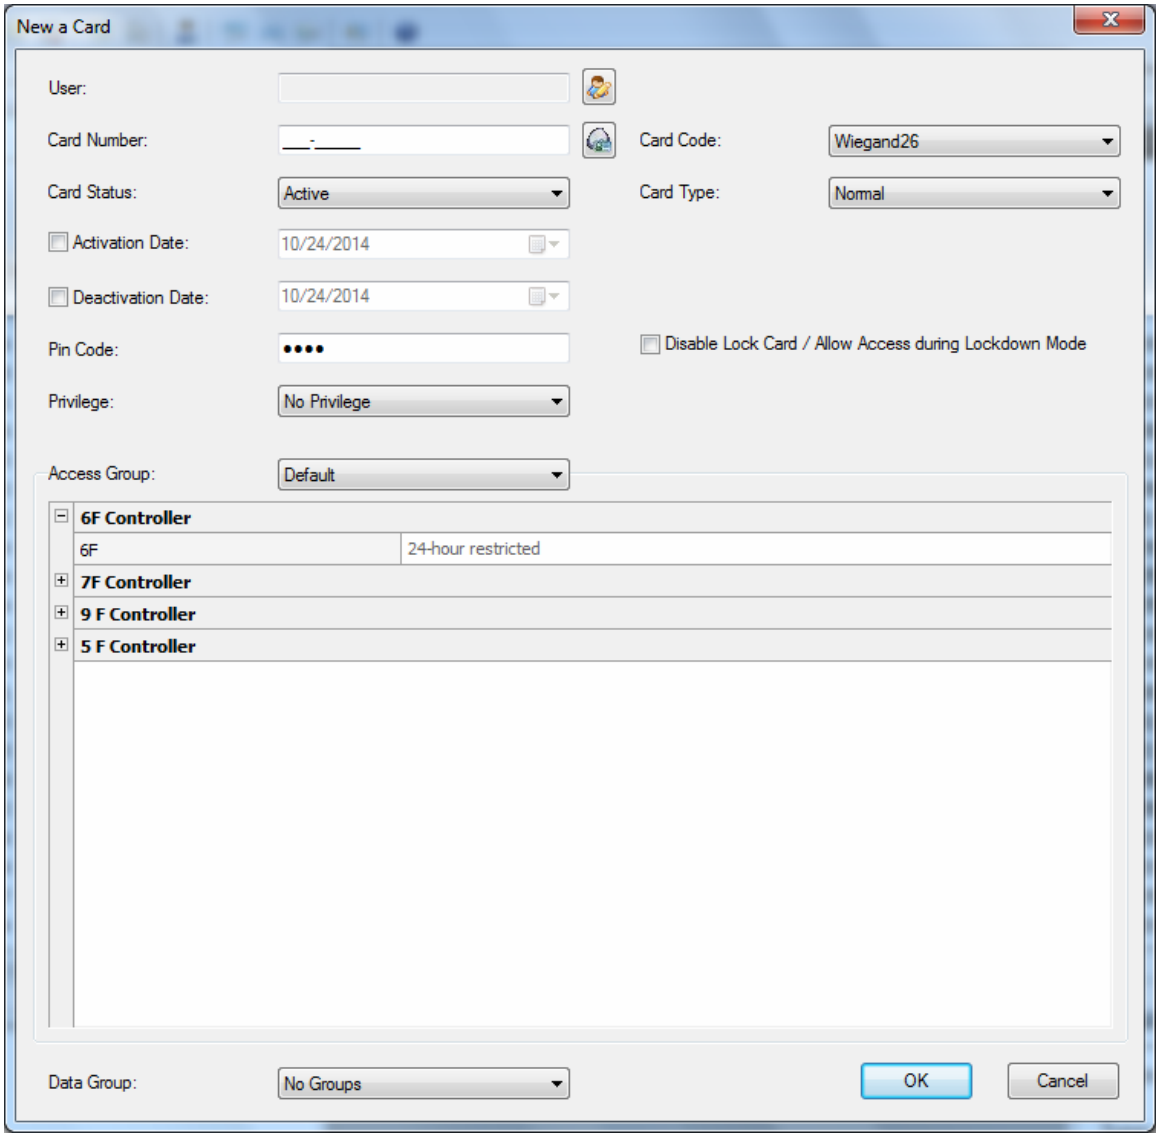

Figure 4-11
- Present the card to the reader. The message *Access Denied: Invalid Card* is displayed. Right-click the message and select **New / Edit Card**. The New a Card dialog box appears with card number and code type entered (Figure 4-11). Then follow Step 3 to complete other settings.